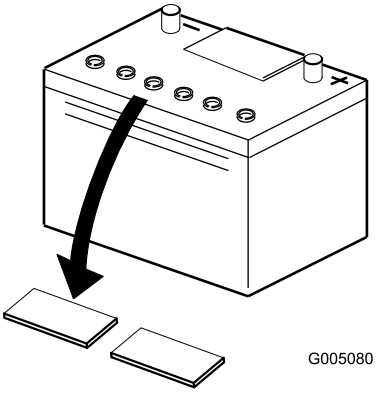

Figur 5
2. Rengjør toppen av batteriet og fjern utluftingshettene (Figur 5).